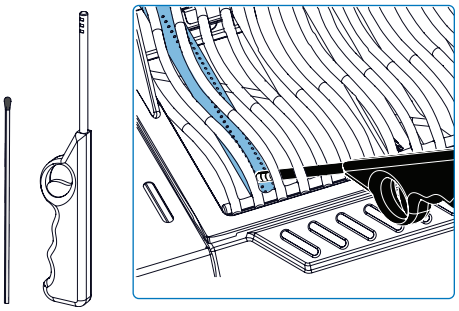

Fig. 8
3. Tournez le bouton du brûleur correspondant dans le sens inverse des aiguilles d'une montre jusqu'à la position HAUT jusqu'à ce qu'il s'allume. **(Fig. 8).**